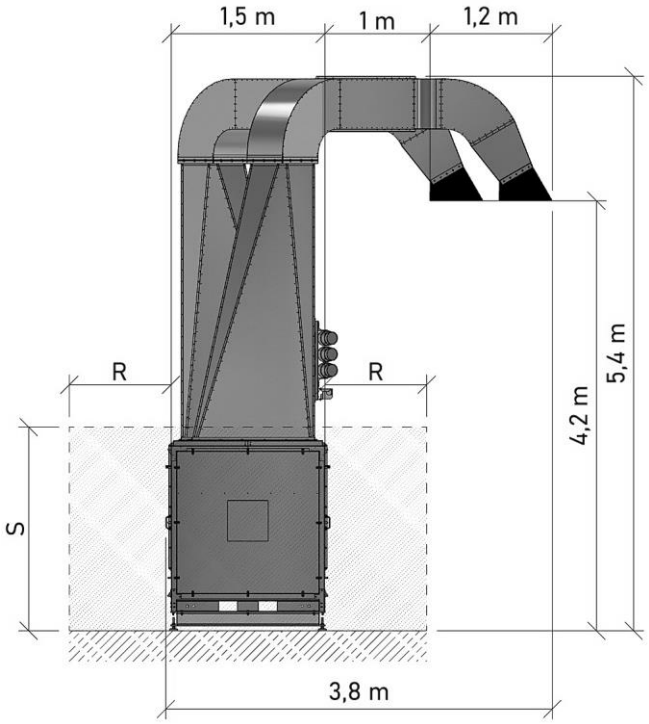
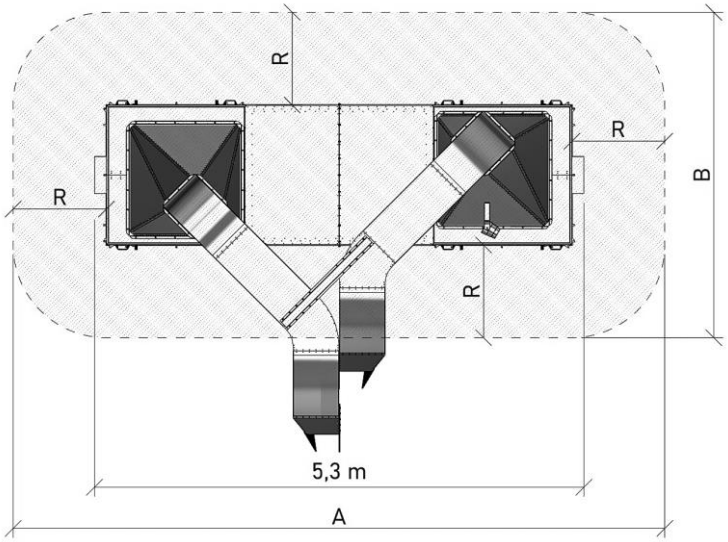

Rysunek 7-1 Przestrzeń robocza – Rzut boczny
Rysunek 7-2 Przestrzeń robocza – Rzut góry
B. Wielkość obszaru przewidzianego do ergonomicznej i bezpiecznej obsługi urządzenia pokazano w **pkt 7.1 – OBSZAR PRACY I PRZESTRZEŃ KOMUNIKACYJNA – patrz Rysunek 7-1 i Rysunek 7-2 na str. 29**.